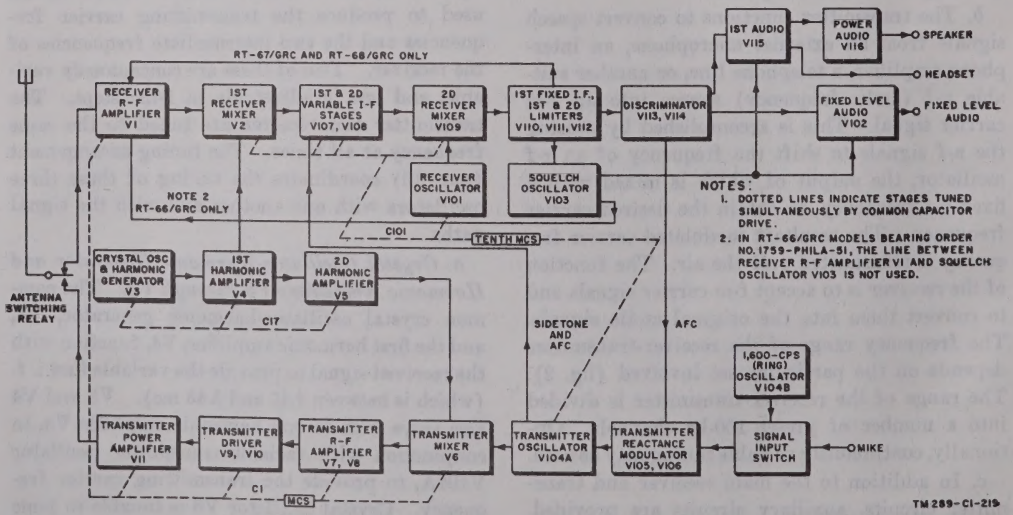

Figure 9. Receiver-transmitter, block diagram.
a. The signal path of a typical Receiver-Transmitter RT–66/GRC, RT–67/GRC, or RT–68/GRC is shown in figure 9. This block diagram applies to all three receiver-transmitters. Complete schematic diagrams of the equipments are shown in figures 79 through 82. The block diagram (fig. 9) shows that the equipment consists of a separate transmitter circuit and a separate receiver circuit. The two circuits use a common antenna, crystal oscillator, harmonic generator, set of control relays, and tuning control arrangement. Normally, the receiver is operative while the transmitter is in a standby or inoperative condition. When the microphone button is closed or when a switch on a control unit associated with the equipment in a given installation is operated to the required position, the receiver is effectively turned off and the transmitter is turned on. This function is accomplished when the ground return to the relay circuits is completed.
As shown on the block diagram (fig. 9), the crystal, transmitter, and receiver oscillators are used to produce the transmitting carrier frequencies and the two intermediate frequencies of the receiver. Two of these are continuously variable, and one is adjustable in 1-mc steps. The transmitter and receiver are tuned to the same frequency at all times. The tuning arrangement (par. 13) coordinates the tuning of these three oscillators with one another and with the signal paths.
(6) Energizing voltage is applied to the microphone circuit.
b. Circuit differences are as follows: In all RT–66/GRC models except those bearing Order No. 1759–Phila–51, and in all RT–67/GRC models except those bearing Order No. 1759–Phila–51 and 32111–Phila–51, serial numbers 13673 and up, voltage also is removed from the screen grid of receiver first mixer V2 ((4) above).
15. Transmitter Circuits, Block Diagram (fig. 9)
16. Receiver Circuits, Block Diagram (fig. 9)